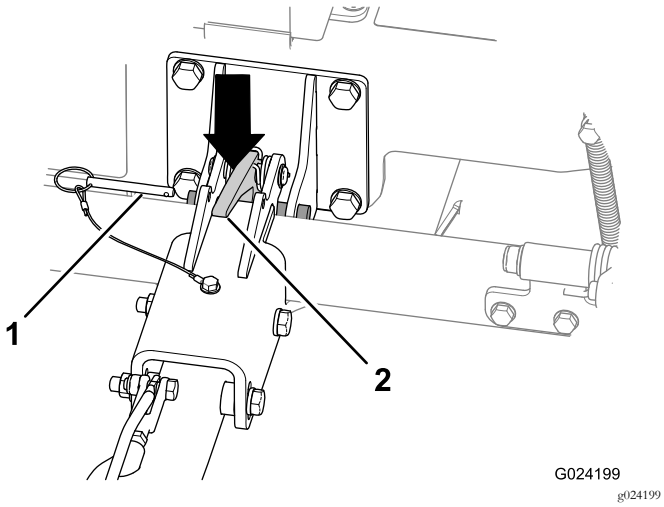

**Figur 28**
A. Dra ut låspinnen (Figur 28).
C. Tryck nedåt på dragkrokens spärrhak för att låsa upp dragkroken (Figur 28).